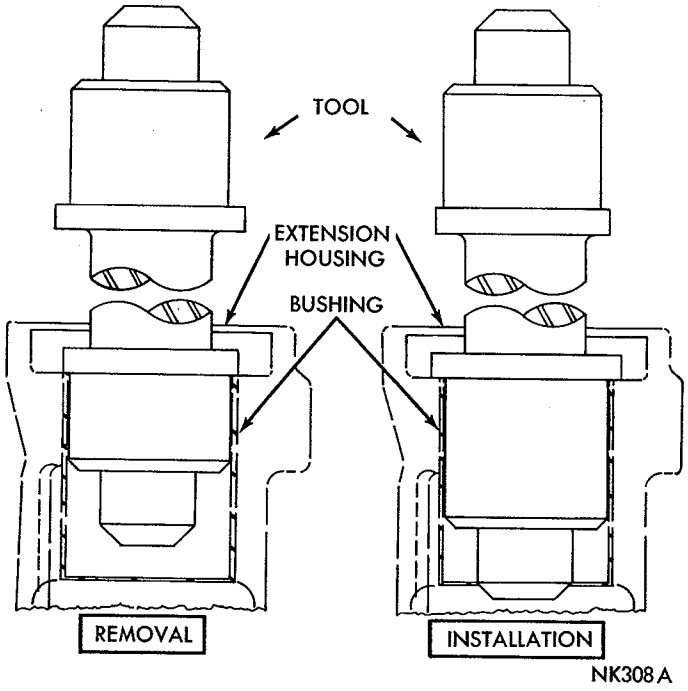

*Fig. 27—Replacing Extension Housing Bushing*
(1) If extension housing bushing requires replacement, drive out the oil seal with a suitable tool. Be sure not to damage oil seal surface in the housing.
(2) Drive the bushing out of housing (Fig. 27) with Tool C-3996 or C-3974.
(3) Slide a new bushing on installing end of Tool C-3996 or C-3974. Align oil hole in bushing with oil slot in the housing, then drive bushing into place (Fig. 27).